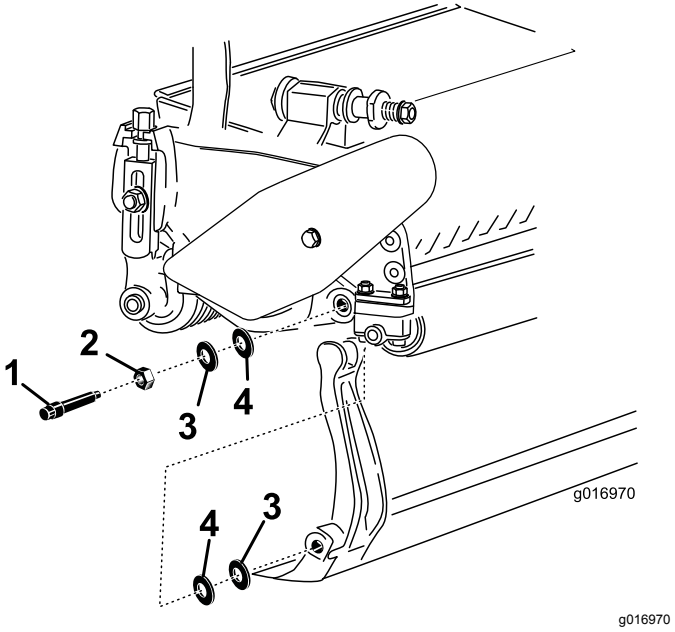

**Figur 21**
Beräkna 2 nylonbrickor och 2 stansade brickor av stål på vardera änden av underknivsstången (Figur 21).
3. Sätt en nylonbricka på var sida om sidoplåtens nav. Placera en stålbricka utanför varje nylonbricka (Figur 21).